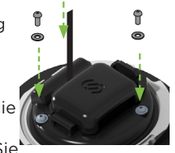

Abbildung 3
2. Befestigen Sie die Scheibe mit (zwei) M2 x 5 mm Befestigungsschrauben und Unterlegscheiben an der Eingangsplatine (Abbildung 3). Ziehen Sie die Befestigungsschrauben mit dem mitgelieferten 1,3-mm-Inbusschlüssel fingerfest an (2 in-lb/0,23 Nm).